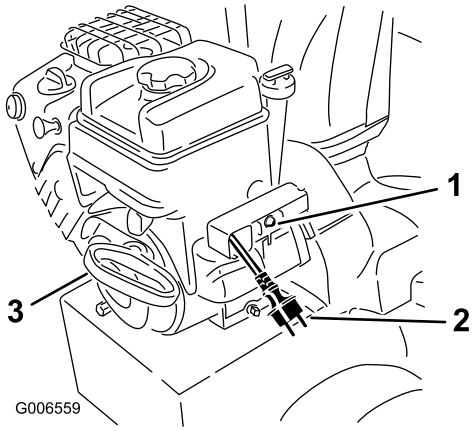

Figuur 30
7. Start de machine met het trekkoord of door op de elektrische startknop te drukken (Figuur 30).